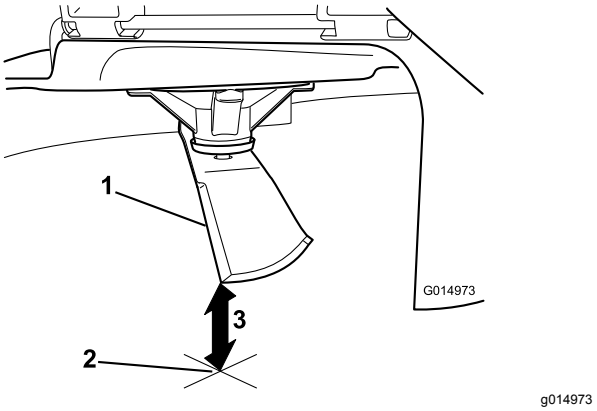

Figur 64
3. Mål fra knivtuppen til den flate overflaten (Figur 64).